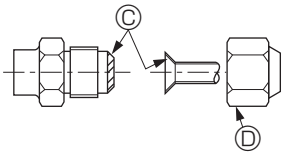

Fig. 4-3
Ⓐ (Fig. 4-3)
4.3. Tubos de conexión (Fig. 4-2) (Fig. 4-3)
[Fig. 4-3]